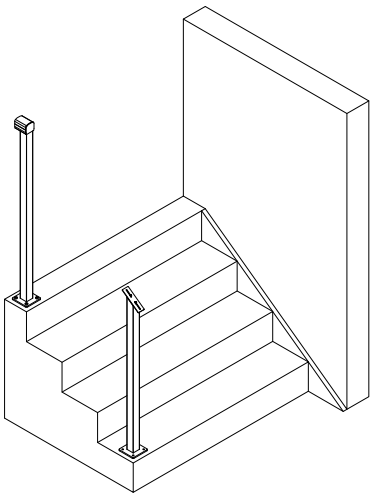

Fig. 2
- Secure the post mount stair plate to the top of the post using (2) #10x3/4" tec screws (Fig. 2)